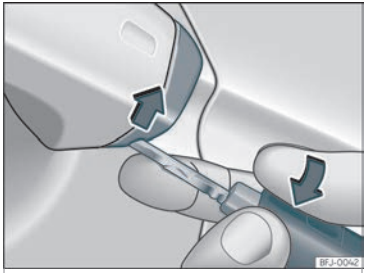

Fig. 75 Asa da porta do condutor:desprender a tapa facendo panca.
- Insira o espadín na abertura inferior da tapa da asa da porta do condutor ›› fig. 75 e levante a tapa de abaixo arriba.